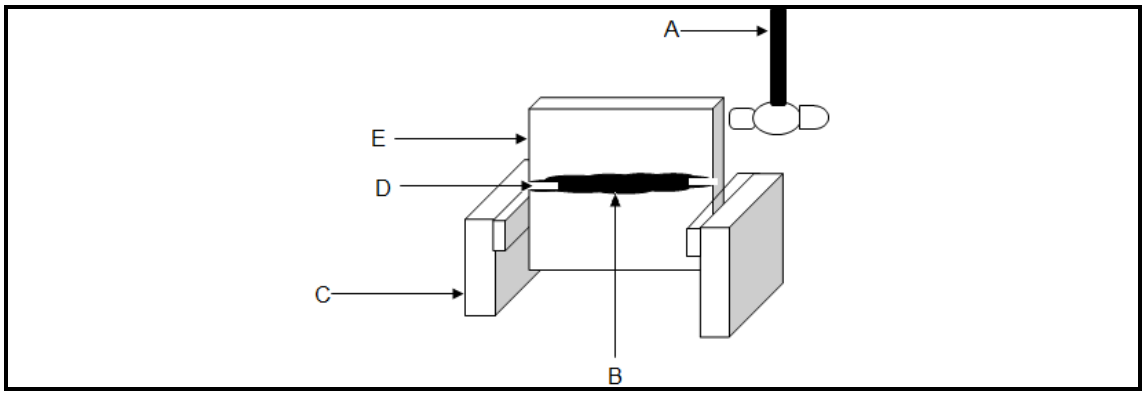

FIGURE 2
4.5 FIGURE 2 shows a simple nick-bend test done on a welded workpiece.